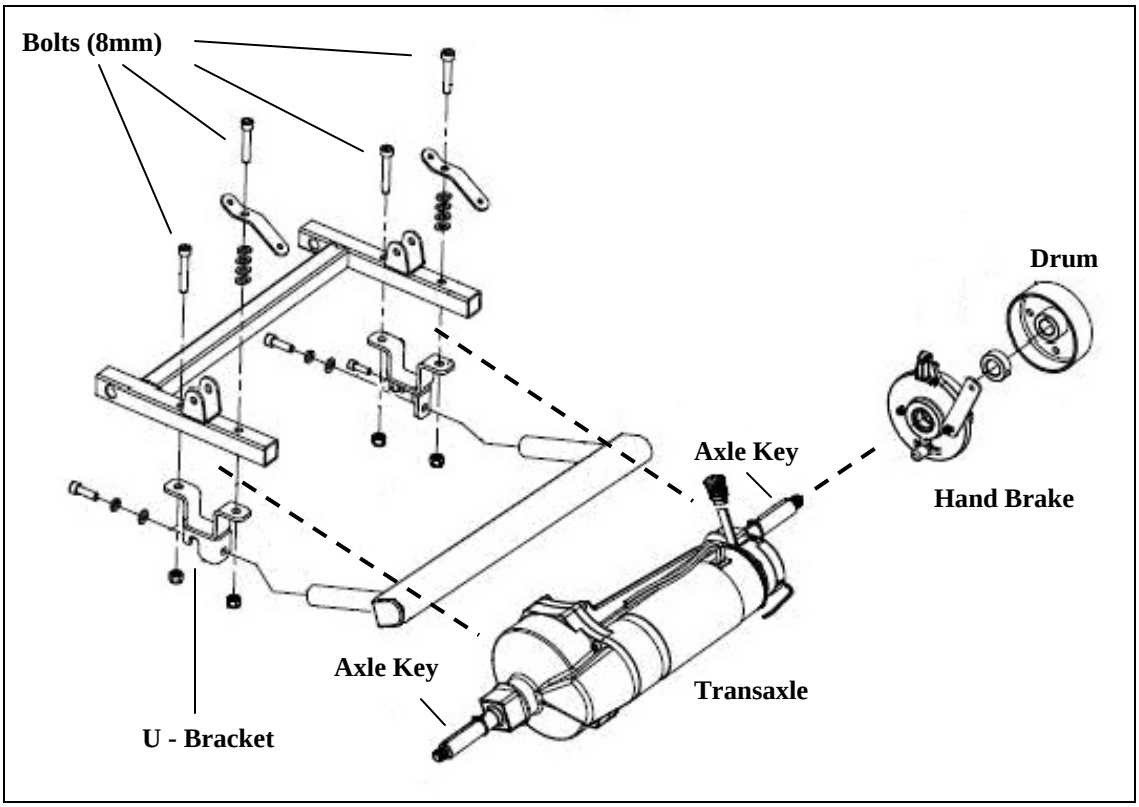

Figure 14. Scooter (Rear Section)
10) Remove the (2) 8mm bolts connect each u-bracket. Repeat on the opposite side. See figure 14 on page 19.